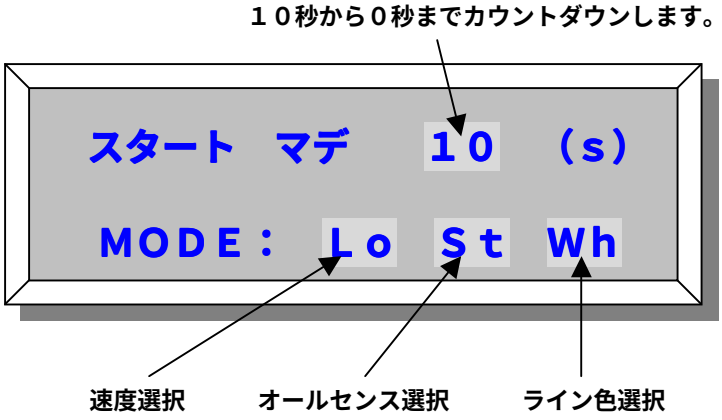

図１３　モード表示画面
④ スタートスイッチを押すと、図１３で示されるモード表示画面に切り替わります。上段には、走行開始までの残り時間が表示されます。時間は、１０秒から開始し、０秒になると走行を開始します。下段は、表４で表記されるように、モード選択ス